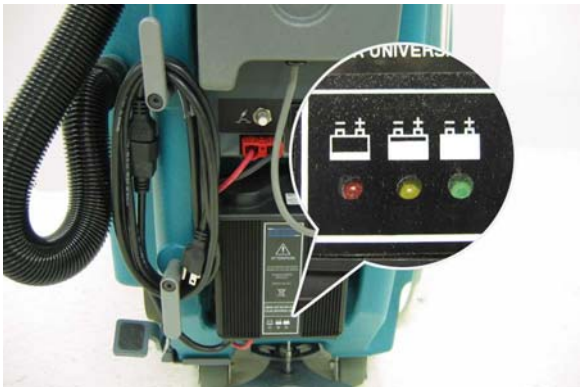

FIG. 33
6. Une fois que le cycle de charge débute, la lumière du témoin va passer du rouge au jaune, puis au vert (Figure 33). Lorsque le témoin vert s'allume, le cycle de charge est achevé. Débranchez le cordon du chargeur.